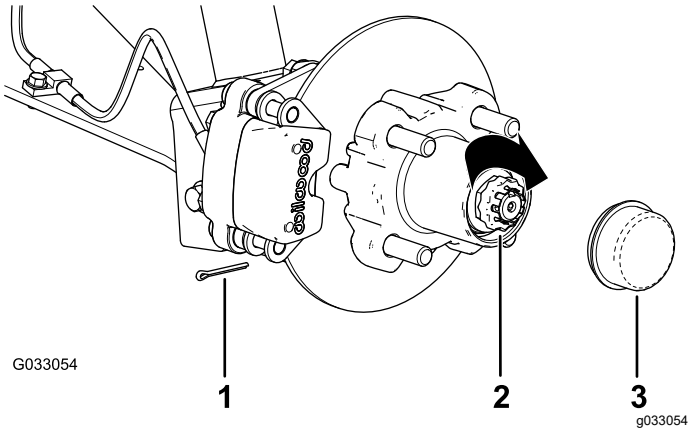

Figuur 31
8. Monteer de borgschroef over de moer en controleer de uitlijning van de sleuf in de schroef en de opening in de as voor de borgpen (Figuur 31).
9. Monteer de borgpen en plooi beide uiteinden rond de borgschroef (Figuur 31).
10. Plaats de stofkap op de naaf (Figuur 31).